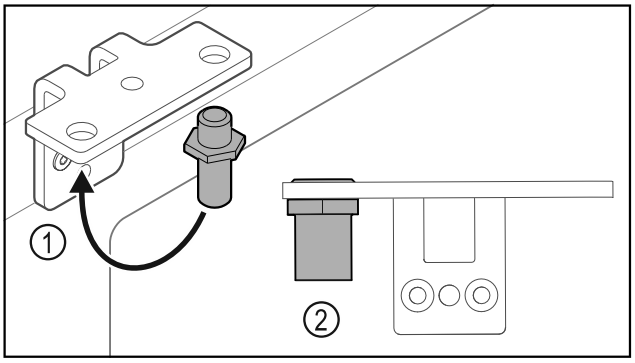

Fig. 25
▶ Mettre l'axe *Fig. 25 (1)* dans l'autre trou de l'équerre de charnière.
▶ Serrer l'axe *Fig. 25 (2)* au **couple de 12 Nm**.